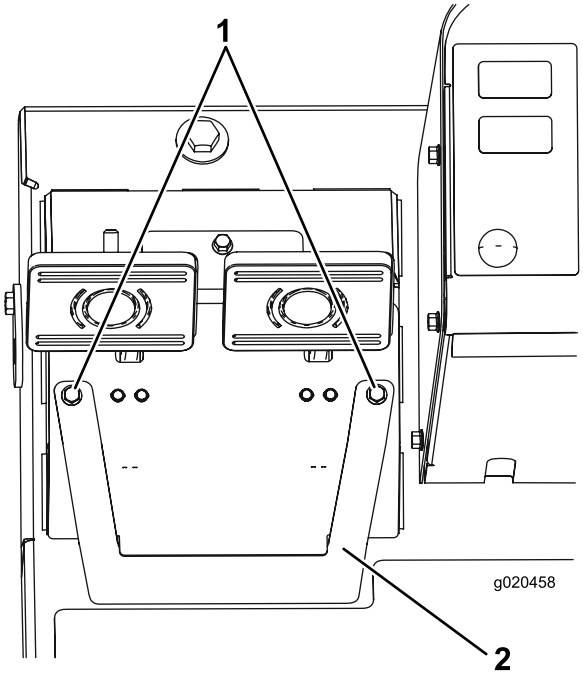

Figur 66
A. Løsn de 2 monteringsskruer, og fjern bremsejusteringsdækslet (Figur 66).